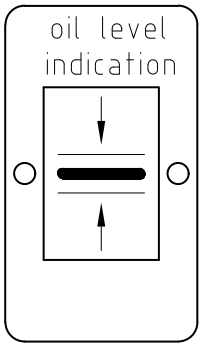

Figuur 7: Oliepijlindicatie.
- Controleer geregeld het oliepeil, zie figuur 7.